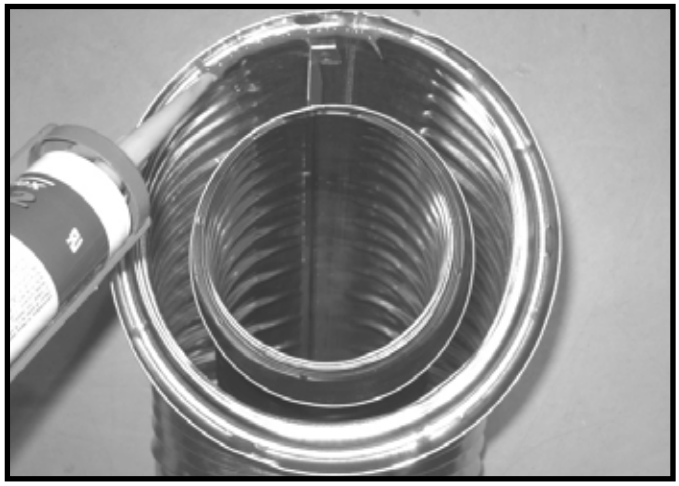

Figure 7.1 High Temperature Silicone Sealant
- Apply a bead of silicone sealant (300 ºF minimum continuous exposure rating) inside the female outer pipe joint prior to joining sections. See Figure 7.1 **OR**